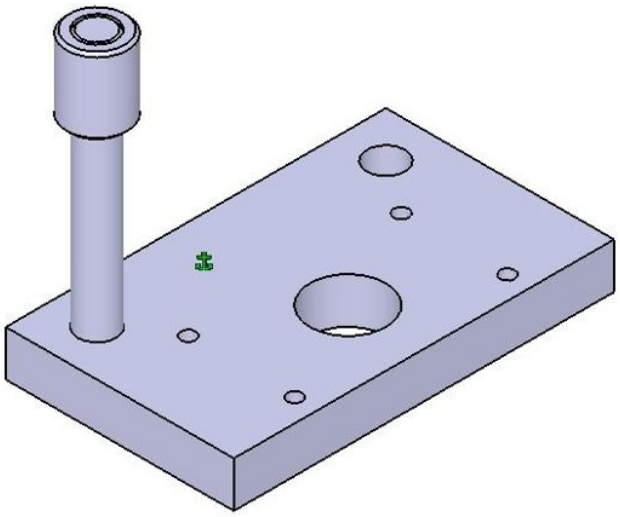

Figure 12-87 *Final Guide Bush*
4. This completes the feature creation of the Guide Bush, refer to Figure 12-87. Return to the **Assembly Design** workbench by double clicking on the **Press Tool Base** in the Specification tree.